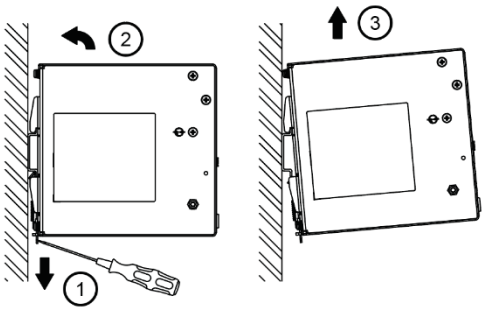

图. 3.2　拆卸
5. 拆卸时，使用螺丝刀拉出或向下滑动栓锁，如图 3.2 所示，将电源供应器（PSU）反向滑出，松开栓锁，从导轨上取下。